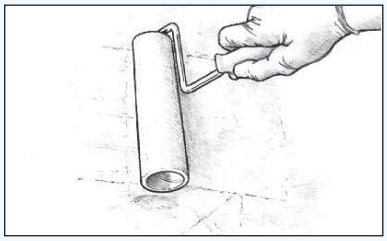

Figur 30 Applicera epoxin i tunna, jämna skikt på en liten yta. Sprid den så tunt som möjligt.
4. Rolla ut epoxin med lätt tryck på en yta med storlek 600 mm x 600 mm. Sprid den så jämnt som möjligt *(Figur 30)*.